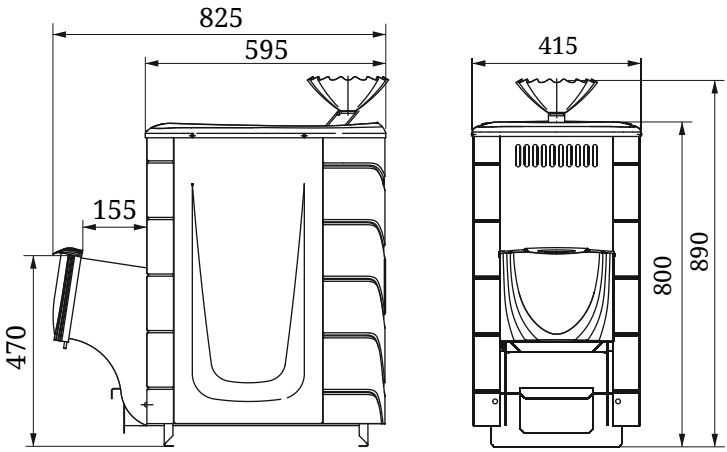

Рисунок 1. Габаритные размеры печи «Ангара 2012» со стандартным топливным каналом
** - печь со стандартным топливным каналом см. рисунок 1